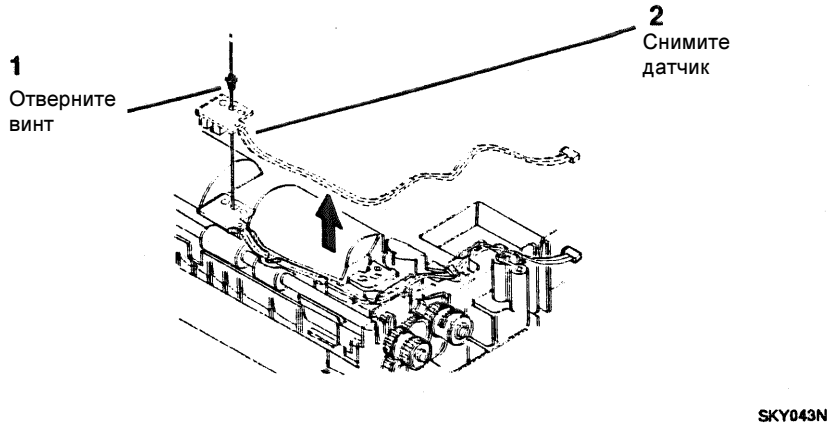

Рисунок 2. Снятие датчика подачи бумаги
3. (Рисунок 2): Снимите датчик подачи бумаги.